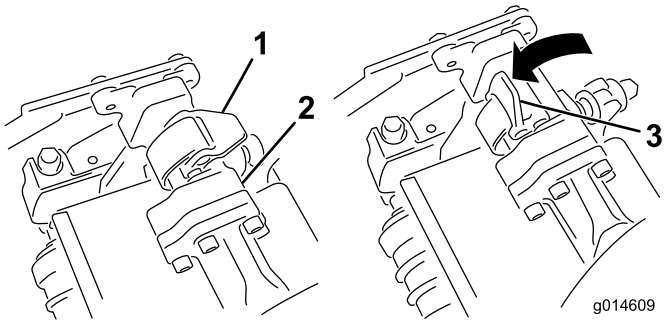
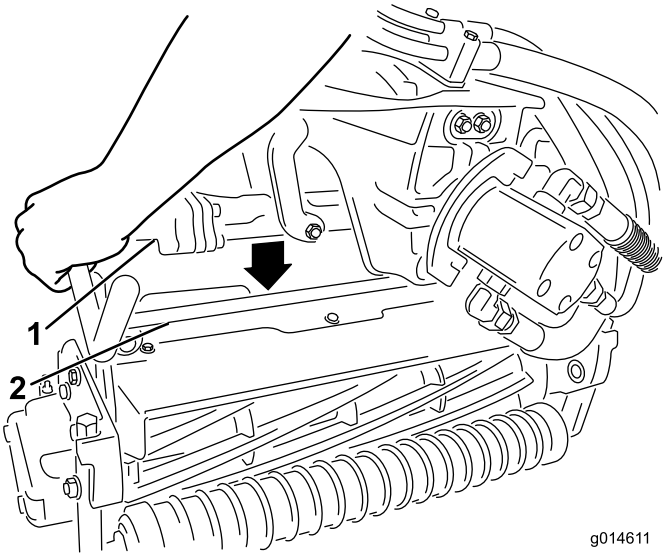

Figure 13
Figure 14
9. Les verrous de la barre de bras de suspension étant orientés en haut (c.-à-d. ouverts) (Figure 13), poussez le bras de suspension vers le bas pour que la barre s'engage sur la barre transversale en haut du plateau de coupe (Figure 14).
10. Fermez les verrous autour de la barre du plateau de coupe et bloquez-les en place (Figure 13).